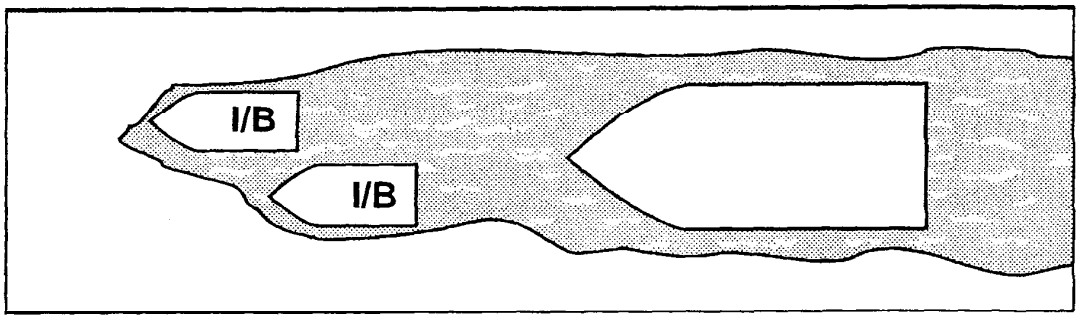

Figure 6-2 Parallel Tracks
4. Ice Dumping. These vessels will also require places to dump ice from the bow at periodic intervals, especially in refrozen brash, or several parallel tracks so ice displaced by the vessel's passage has somewhere to go (See **Figure 6-2**.)